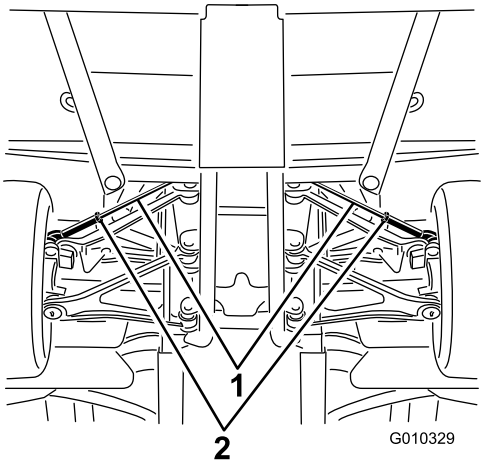

Figur 56
A. Lossa kontramuttern i mitten på dragstången (Figur 56).